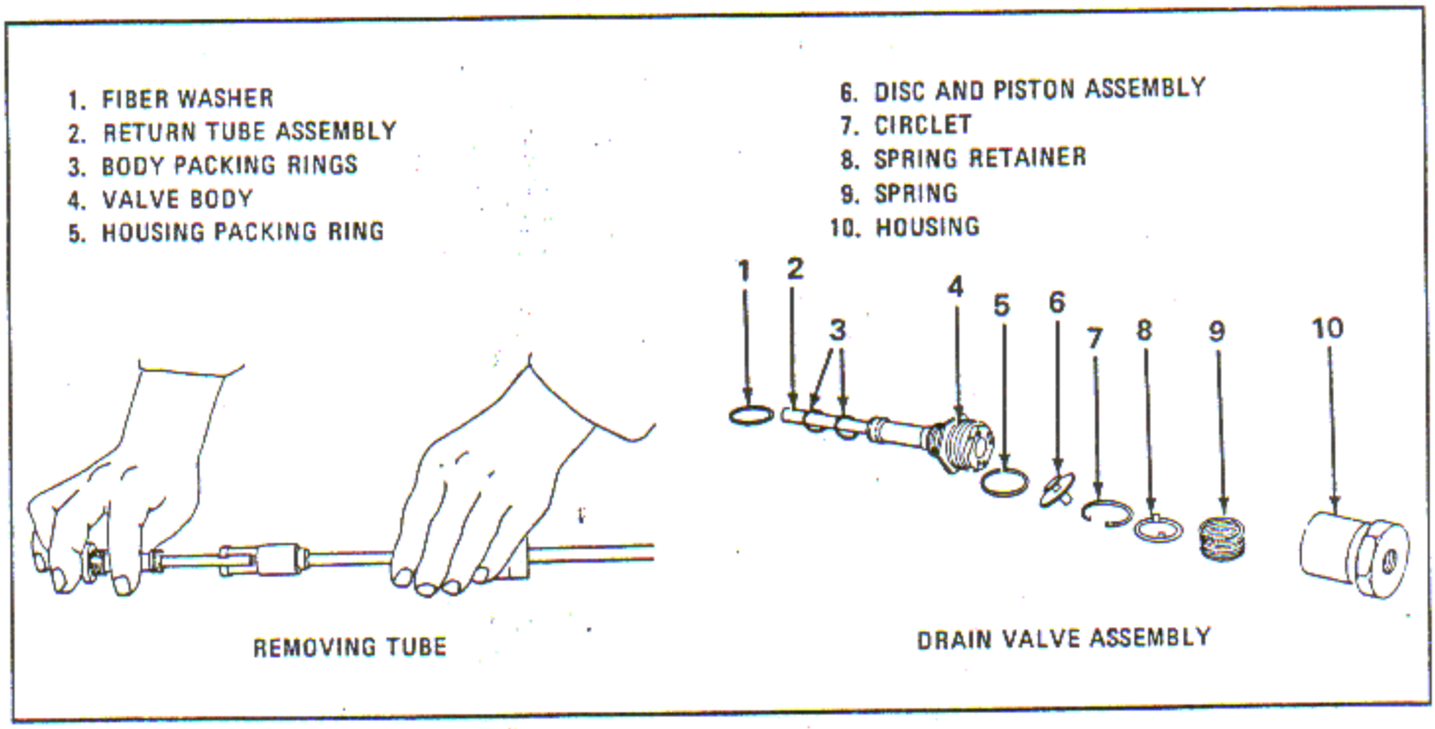

Figure 4-42. Removing Return Tube from Supercharger Drain Valve Body and Drain Valve Assembly
a. Remove the supercharger drain valve assembly from the supercharger rear housing using a suitable socket wrench. Discard the two rubber rings located in the groove on the small diameter end of the body. See figure 4-42.